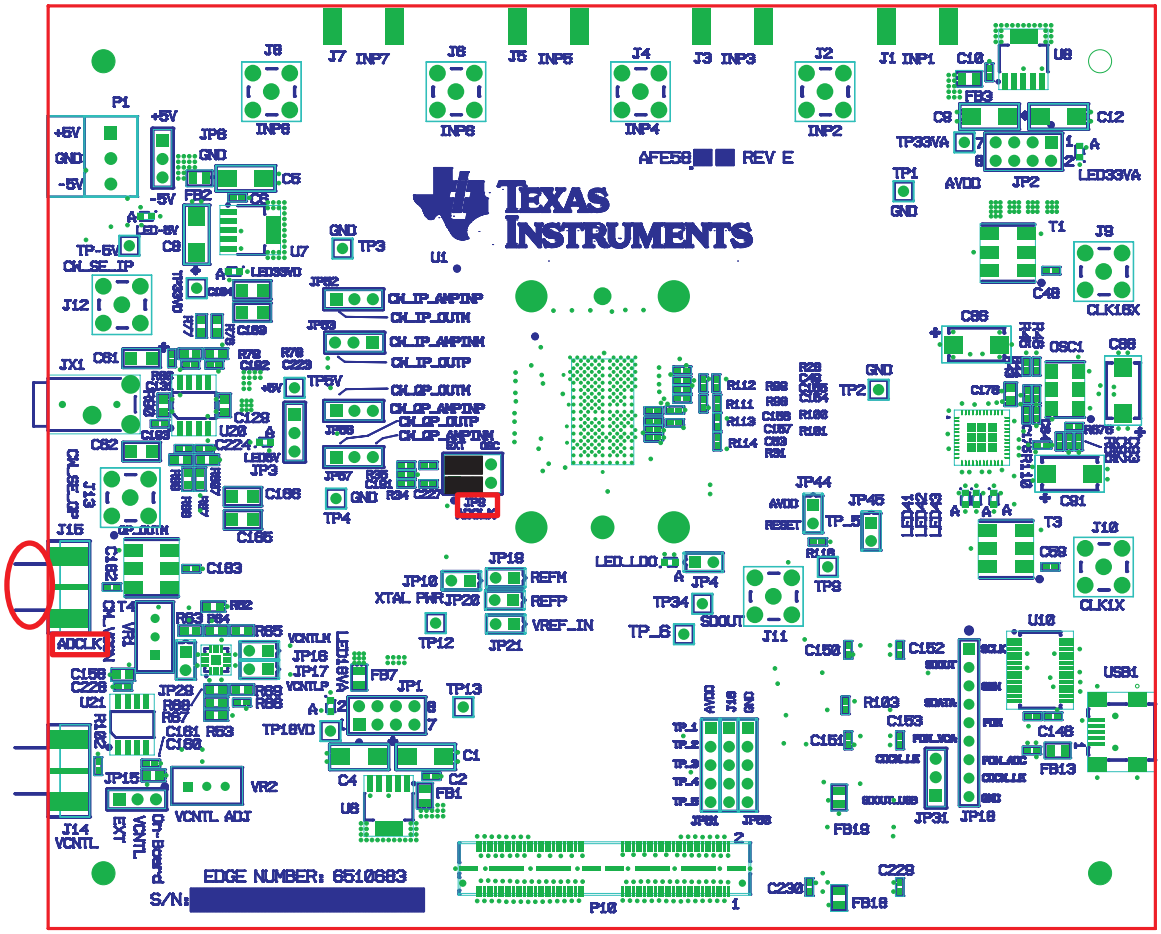

Figure 5. External ADC Sampling Clock Configuration
2. Connect the external generator as shown in Figure 5.